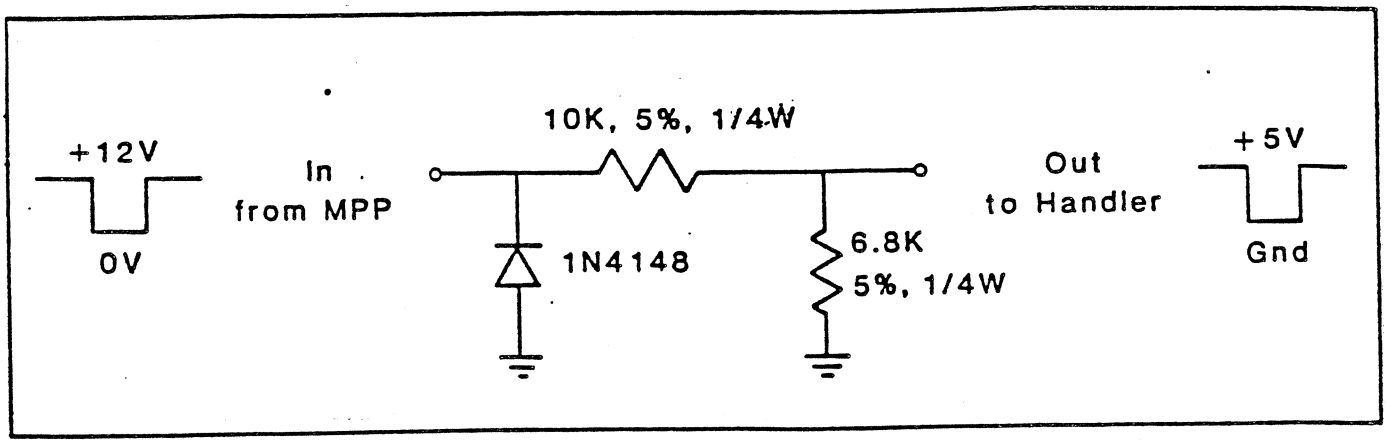

Figure C-1. Level Translator Network
The Start pulse sent by the IC handler to the MPP-80S is active-low, ground-referenced, in the range 3 to 25 volts, lasting at least 100 microseconds. The Pass/Fail signal sent from the programmer to the handler is idle at +12 volts, with pulse amplitude -12 volts lasting 1.4 milliseconds. The external network shown in Figure C-1 can be used to translate Pass/Fail signals to 5 volt TTL level if necessary.
A Kontron Interface Board which is available with the EXATRON Model 800 IC Handler incorporates the translation network illustrated in Figure C-1. This board includes DIP switches or jumpers that control the active levels of signals from the programmer. DIP switches 2, 4, and 6 should be CLOSED (ON) for active low signals.